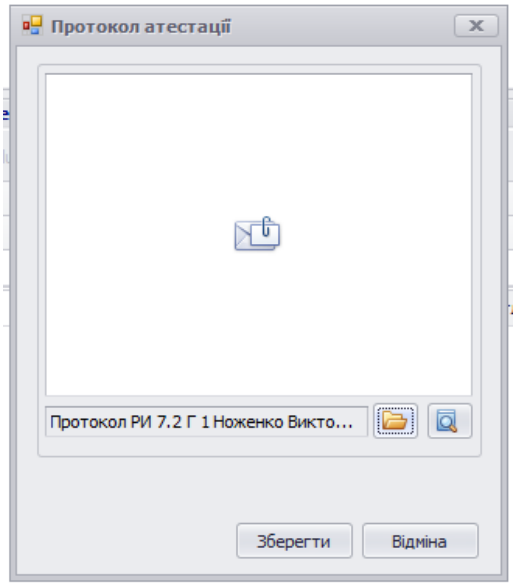

Рисунок 8.11 – Вікно «*Протокол атестації*» кнопки «*Прикріпити протокол*»
- «*Додаткові файли*», до таблиці атестаційні протоколи є можливість прикріпити протокол атестації (рис.8.11) та видаляти його;